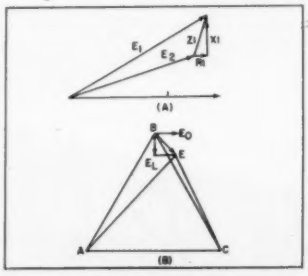

Fig. 9. Voltage drops to the first point of distribution on the system are offset by drop compensation
When a generator is operating on a power system, it is often desired to keep a constant voltage at a distribution point some distance from the generator. With transformers between the generator and the distribution center, the generator voltage must increase with load current to overcome the reactive and resistance drop of the transformers and the line. The voltage relations with reactive load are shown in Fig. 9 (A) where the voltage E_1 is required from the generator to overcome the resistance and reactive drops RI and XI respectively and maintain the voltage E_2 at the load center. With a regulator in operation from the generator terminals, the distribution center voltage E_2 can be maintained constant under all conditions. Both the RI and the XI drops can be compensated for if required, but in most cases the RI drop is small enough to be neglected and the XI drop only need be considered.
The rising voltage characteristic is accomplished by the simple expedient of reversing the compensator output as applied to the comparator by reversal of the outgoing leads connected to terminals 3 and 4 as shown at E in Fig. 7. When applied to the measured voltage with this connection the compensator action reduces the three-phase average voltage (ABC) which is presented to the comparator to AEC. This is illustrated at B, Fig. 9.
Considering that the regulator is adjusted with a definite setting, an increase in reactive load will make the voltage to the comparator appear too low. The value of the voltage reduction will be a measure of the XI drop in Fig. 9 (A). The comparator will produce an output to raise the generator voltage to the value E_1, Fig. 9 (A), giving the voltage E_2 at the distribution center.